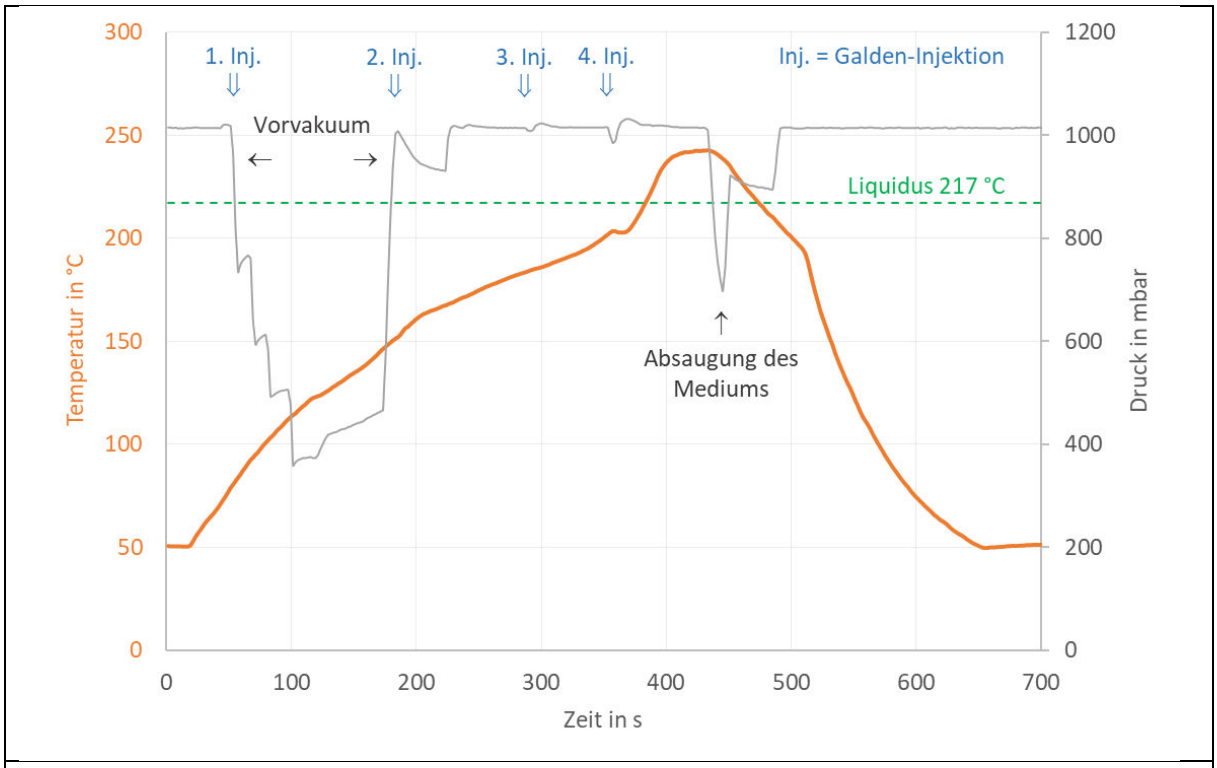

Bild 8: Vapourphase-Prozess mit Vorvakuum
- In einer luftleeren Prozesskammer breitet sich das Prozessmedium sehr homogen im gesamten Kammerraum aus und muss keine Luft verdrängen (Bild 8). Dies erleichtert z.B. das optimale Löten von sehr hohen Baugruppen mit unterschiedlichen thermischen Massen.